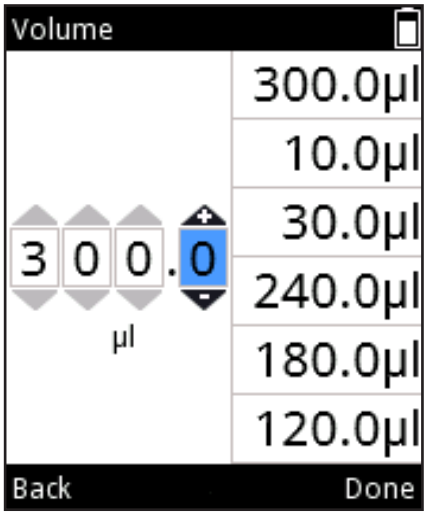
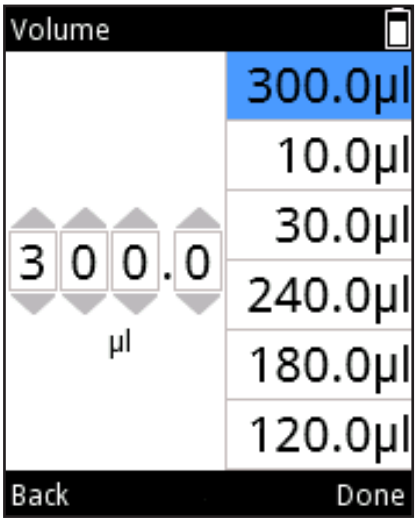

図 D6
図 D7
3. を押して、**Volume editor(容量エディター)**をオンにします(図 D6)。
4. 最近使用された容量値がハイライトされたら(図D6)、 を使って容量リストに移動します。リスト上部の容量は、自動的にハイライトされます(図 D7)。、 を使って、容量リストをナビゲートします。